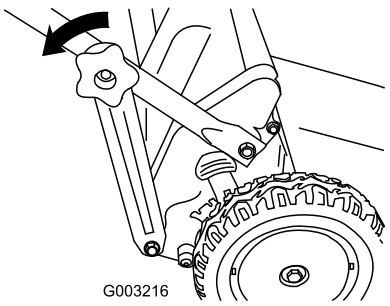

Figuur 42
1. Verwijder de knoppen van de onderste handgreep en maak de beugels van de onderste handgreep los van het onderste uiteinde van beide zijkanten van de handgreep (Figuur 42).